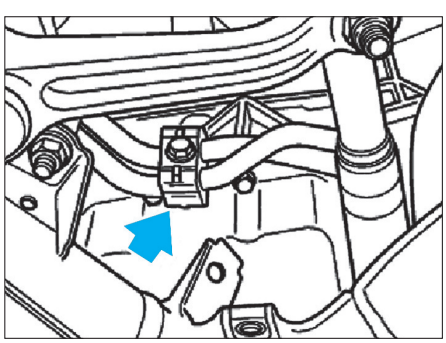

Fig. 13
• Détacher le support (flèche) des conduites d'huile sur le carter d'huile de la boîte de vitesses **(Fig.13)**.